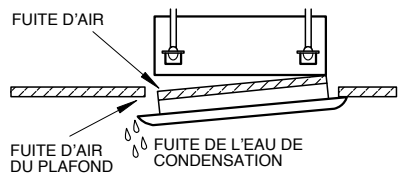

Fig. 13
1. Un vissage incorrect peut être la cause de problèmes comme ceux signalés sur la figure 13.